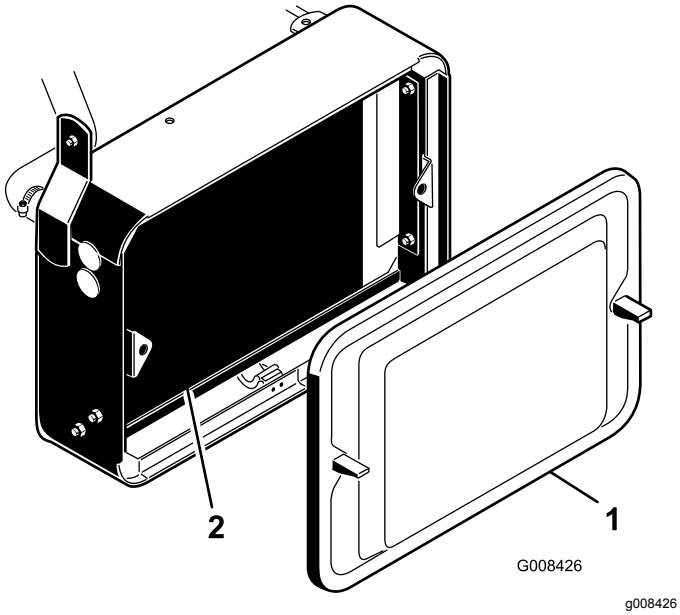

Figur 46
1. Ta bort kylargallret (Figur 46).